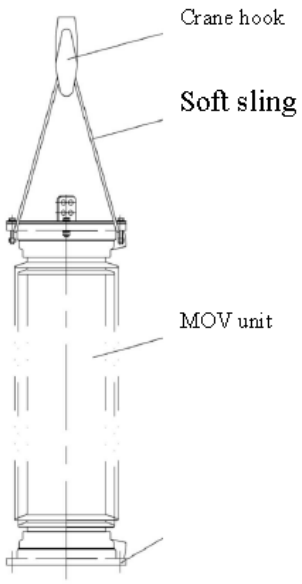

Figure 3: MOV lifting installation diagram
a) Firstly, fix the mounting plate and the bottom post insulator (4) on the series compensation platform according to the platform layout.
b) Remove the two diagonal M16 bolts at the upper ends and insert two longer ones instead without taking the nuts, see in Figure 3